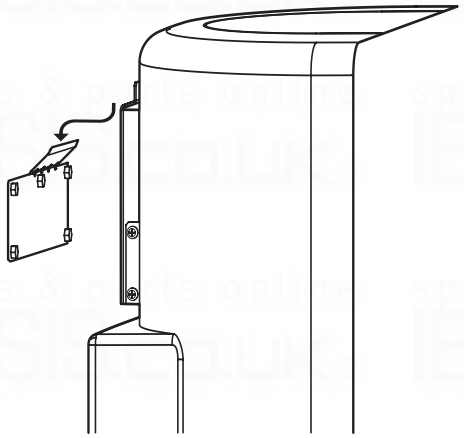

Fig. 13
5. Lift the cylinder and carefully hang it onto the mounting bracket as shown in Fig. 13